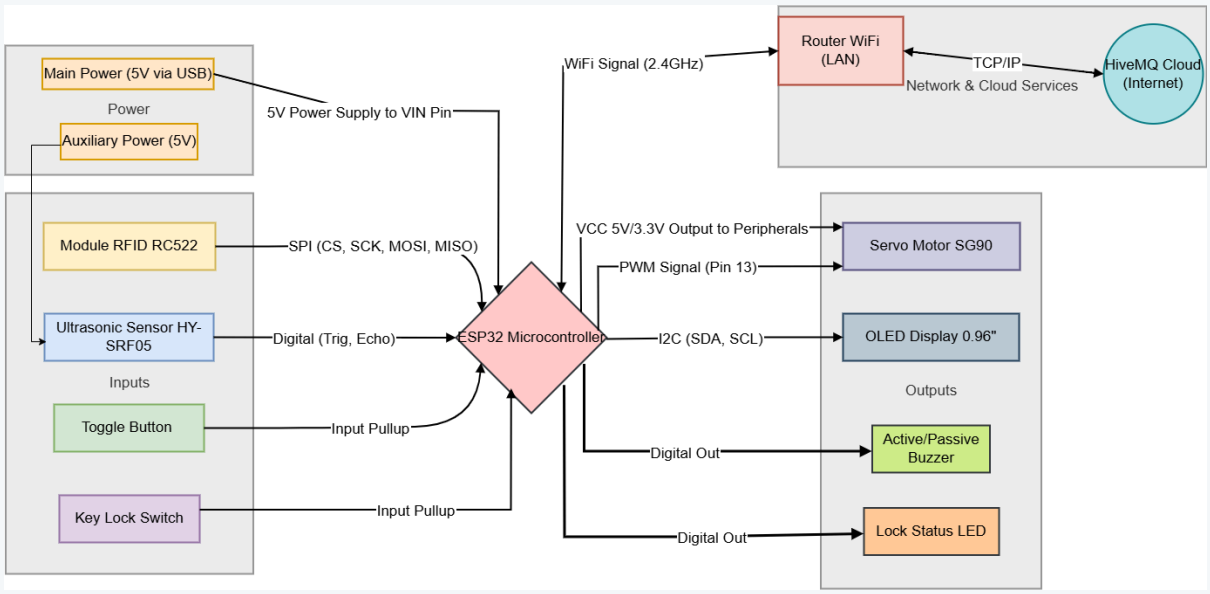

Figure 1.1. Hardware block diagram of the Smart Garage system
a. Hardware Architecture (Figure 1.1)